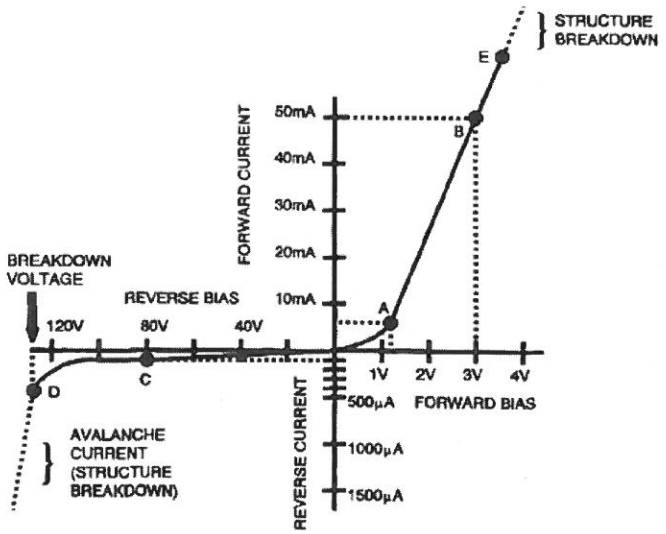

Figure 3-9
- At point A, in Figure 3-9, the forward voltage is 1V and the forward current is 5mA. This represents 200Ω of resistance. At point B, the voltage is 3V and the current is 50mA. This represents 60Ω of resistance for the diode. Forward bias is increased only three times, however the current is increased ten times. The resistance is decreased to 60 ohms when forward bias voltage is increased.
- The PN junction diode conducts very little when reverse biased. At point C, in Figure 3-9, the reverse voltage is 80V and the current is 100μA. The diode has 800kΩ of resistance, which is significantly larger than the resistance of the junction with forward bias. Both forward bias and reverse bias situations demonstrate the non-linear characteristics of a PN junction diode.
- At reverse bias voltages greater than point D or about 130 volts in figure 3-9, current flow increases rapidly. Current at this point in the curve is called avalanche current. If the reverse current is not limited, the device will break down.